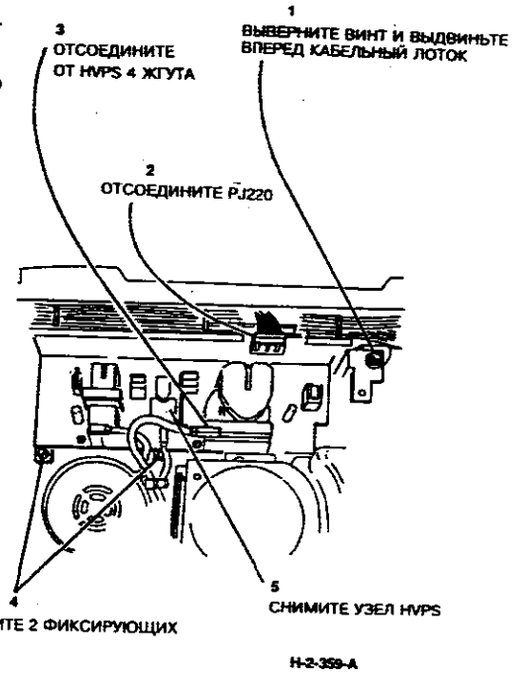

**Рисунок 2. Подготовка к снятию HVPS**
6. (Рисунок 2) Подготовьтесь к снятию блока питания высокого напряжения.